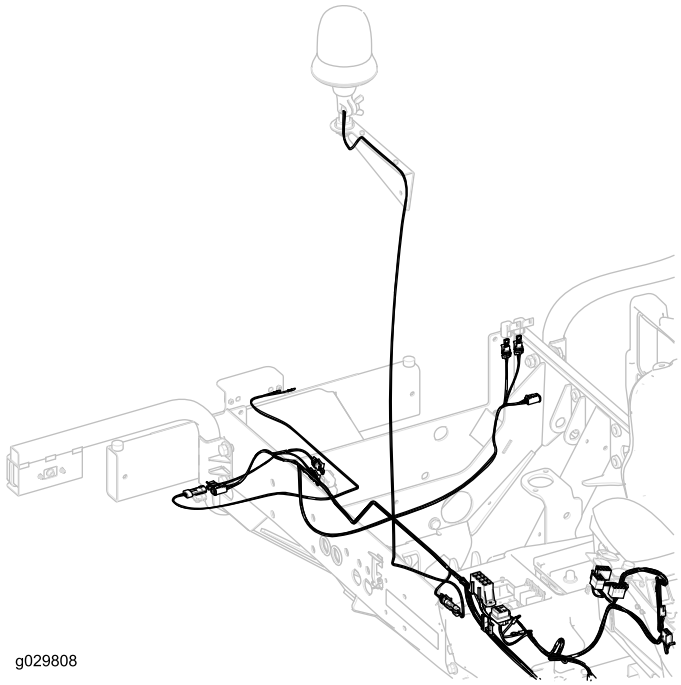

Figur 37
16. Før den bageste del af ledningsnettet til styrtbøjlens eller førerhusets højre opstander (Figur 37).